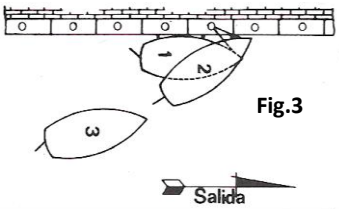

Fig.3
c) DESATRACAR PROA A LA SALIDA (Fig.3)